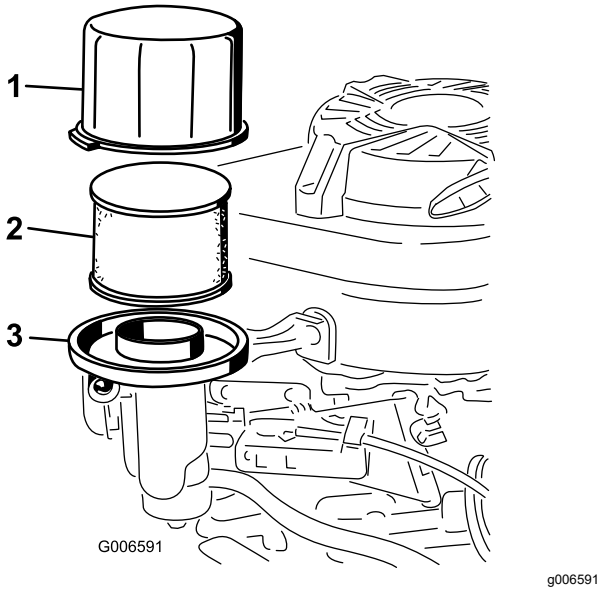

Figure 25
3. Déposez le couvercle et nettoyez-le soigneusement (Figure 25).
4. Retirez le préfiltre en mousse de l'élément en papier (Figure 25), et remplacez l'élément papier s'il est très encrassé.